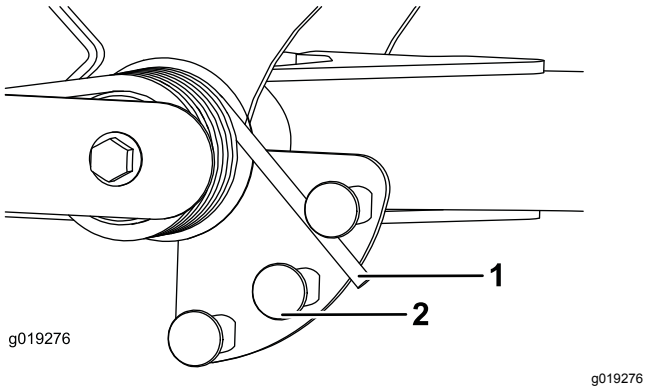

Figuur 54
2. Breng een buis of vergelijkbaar voorwerp aan over het lange veeruiteinde en draai ze rond de actuator van de veer tot de gewenste stand (Figuur 54).